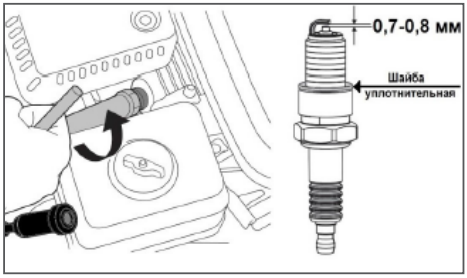

Рис. 23 Обслуживание свечи зажигания
1. Снимите со свечи зажигания колпачок высоковольтного провода и удалите грязь вокруг свечи зажигания (Рис. 23).
4. Измерьте зазор между электродами свечи зажигания специальным щупом. Зазор должен быть 0,7-0,8 мм (Рис. 23). При увеличении, или уменьшении требуемого зазора, рекомендуется заменить свечу, так как регулировка зазора может привести к изменению качества искрообразования.